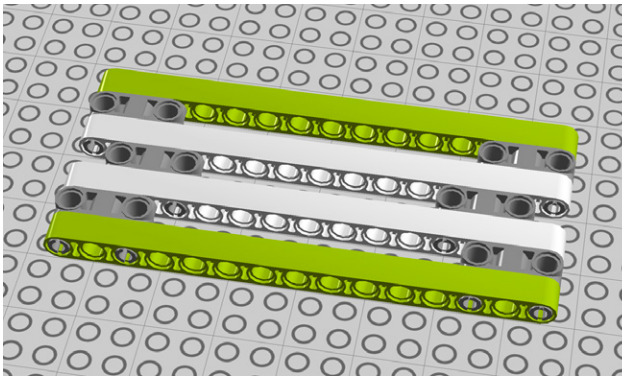

Figure 8-8. *Step 3: Adding two more 15M beams*
3. And more 15M beams (Figure 8-8)!